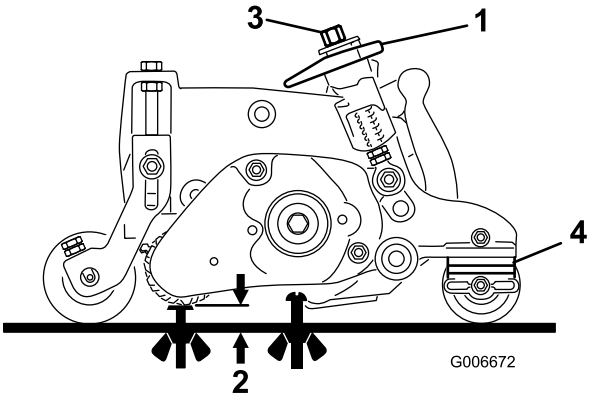

Figur 40
3. Roter hurtig-opp-hendelen (Figur 40) til Tilkoblet-stillingen (hendelen peker mot fremre del av klippeenheten). **Bruk oversikten som viser anbefalt klippehøyde og trimsatshøyde for å stille inn målestang.**
4. Mål avstanden fra laveste tupp av trimsatskniven til arbeidsflaten på en ende av sylindertrimsatsen (Figur 40). Vri høydejusteringsknotten (Figur 40) til å heve og senke børsteknivtuppen til ønsket høyde.